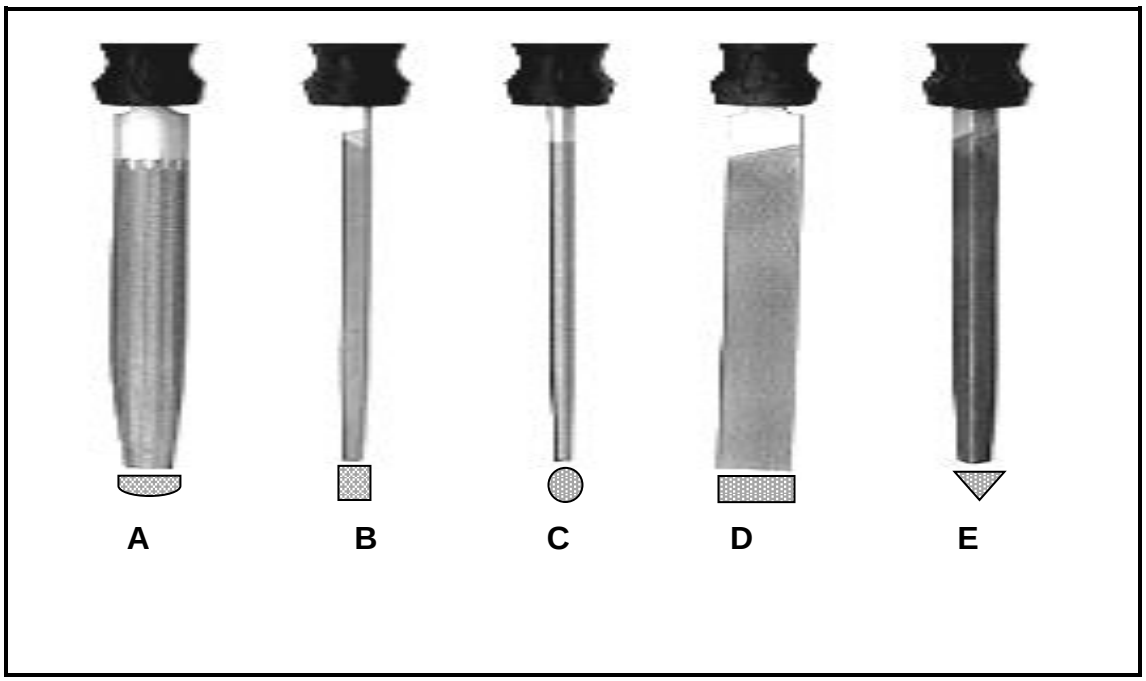

FIGURE 2
2.1 FIGURE 2 shows different types of files used during the rigging process.
2.1.1 Name the rigging files shown in FIGURE 2 by writing the answer next to the letter (A–E) in the ANSWER BOOK. (5)